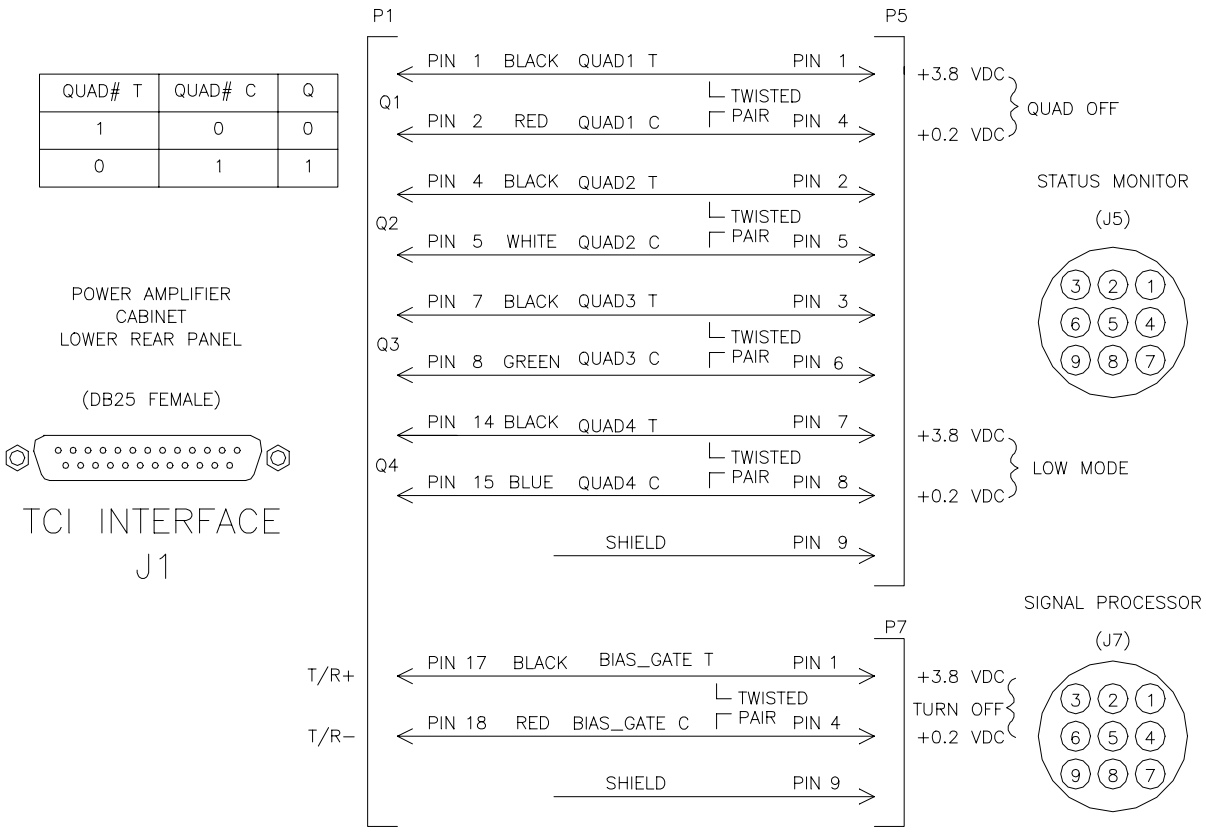

Figure 6-12 TCI Interface Specifications
The Timing and Control Interface (TCI) receives a bias timing signal from the Signal Processor and four control signals from the System Status Monitor (see Figure 6-12). Each TCI signal line uses a differential line driver/receiver for increased noise immunity. The bias timing signal generated by the Signal Processor is used to quiet the transmitter during periods when the radar is sampling atmospheric signals. The four control signals generated by the System Status Monitor are used to enable or disable High Power Amplifier Modules (HPA). Functionally, the HPA control lines serve three purposes; 1) To turn off individual or groups of HPA modules via Profiler Maintenance Terminal (PMT) commands. 2) Disable the transmitter when an antenna field or antenna fence access alarm is triggered. 3) Disable Q4 during the low mode if the radar is configured for "low mode half power". The HPA control signals are interpreted as a four (4) bit binary nibble (Q1-Q4), capable of representing 16 distinct combinations. Table 6-1 outlines the possible bit combinations and what effect they have on the transmitter HPA modules.